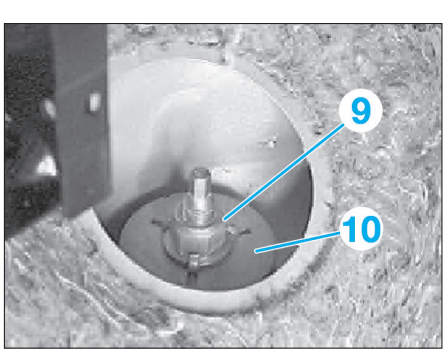

Fig. 41
- l'écrou (9), tout en maintenant au niveau du six pans si nécessaire **(Fig.41)**,
- la partie supérieure du palier (10).